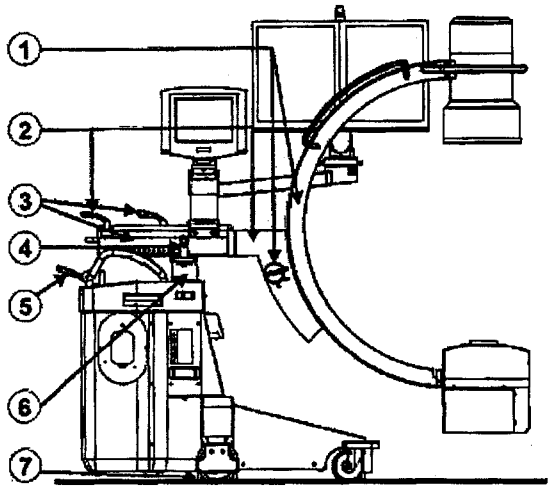

Fig. 31: Posición de transporte del soporte del arco en C (Ziehm Solo)
13. Alinee el brazo giratorio del cabezal del monitor con el carro horizontal (→ *Fig. 31, pág. 62*).
18. Suelte el freno de estacionamiento, levantando la palanca de dirección y frenado (verde) (→ *Fig. 31, pág. 62*).